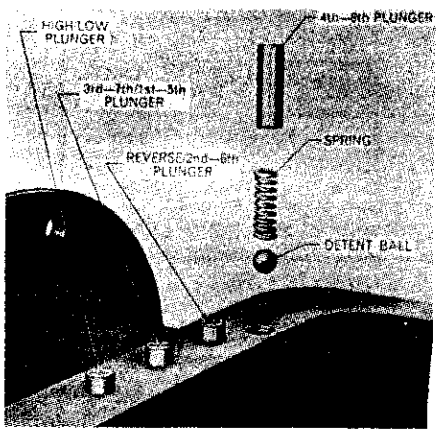

Fig. 203–View showing location of shift rail detent plungers, springs and balls. Plungers are retained by transmission shift cover.
Remove the four detent plungers and springs (see Fig. 203) from their bores. Remove a detent ball as each corresponding shift rail is removed. Move the high-low shift rail rearward until sliding coupling (see Fig. 212) can be removed from mainshaft and high-low shift fork. Note: On late production transmission, refer to Fig. 199 or 200 and remove starter safety switch (71) and retainer (72) as high-low shift rail (30) is being removed. Turn the rail so that locknut can be loosened and the set screw removed from high-low shift fork and remove the fork out rear opening. Then, turn the rail so that locknut can be loosened and the set screw removed from connector on front end of shaft, withdraw the shaft from rear of housing and remove the connector and detent ball. Loosen the locknuts and remove the set screws from remaining shift forks and arms, withdraw the rails one at a time from rear of housing and remove the forks,